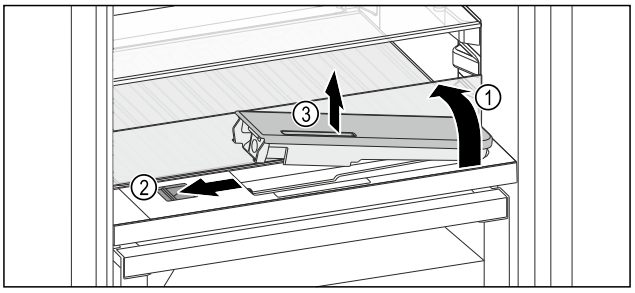

*Fig. 129*
▶ Ridicați placa de sticlă și rabatați în spate până la opritor *Fig. 129 (1)*.
▶ Împingeți zăvorul *Fig. 129 (2)* spre stânga.
▶ Scoaterea rezervorului de apă *Fig. 129 (3)*.